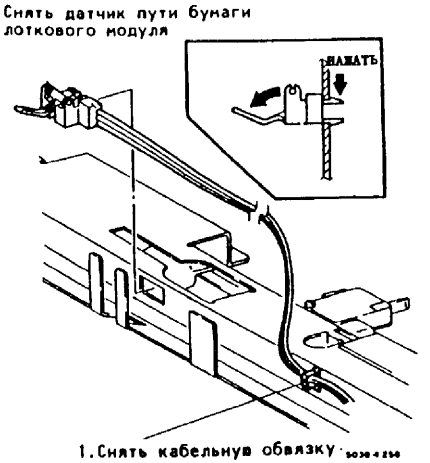

Рис.1. Снятие датчика пути бумаги лоткового модуля
3. (Рис.1): Снять датчик пути бумаги модуля лотков.